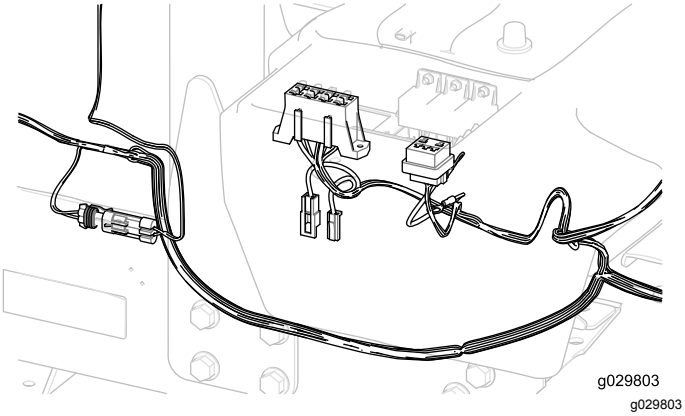

Figur 24
2. Fra undersiden på høyre side av trekkenheten fører du sikringsblokkdelen av ledningssatsen opp til og inn i åpningen på sikringsskapet (Figur 24).